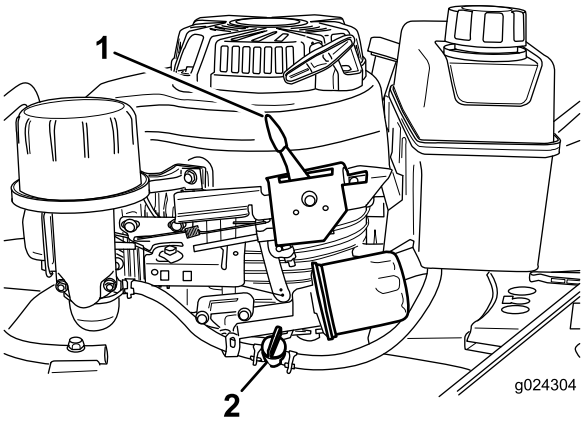

Figuur 14
2. Open de brandstofklep (Figuur 14).
3. Zet de gashendel (Figuur 14) op Choke.
Laat de bedieningsstang los en zet de gashendel (Figuur 14) op Uit.
Opmerking: Sluit de brandstofklep (Figuur 14) als u niet van plan bent om de motor spoedig daarna opnieuw te starten.